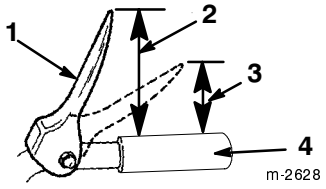

Figur 8
3. Justera låsmuttern med fläns uppåt eller nedåt på hjuldrivningsstången tills avståndet mellan överänden av handtaget och nederdelen av hjuldrivningsreglaget är ungefär 12 cm (figur 8).
Obs: Inställningen är rätt när hjulen slutar rulla bakåt och avståndet mellan översidan på handtaget och undersidan på hjuldrivningsreglaget är mellan 7,6 och 10,2 cm (figur 8).